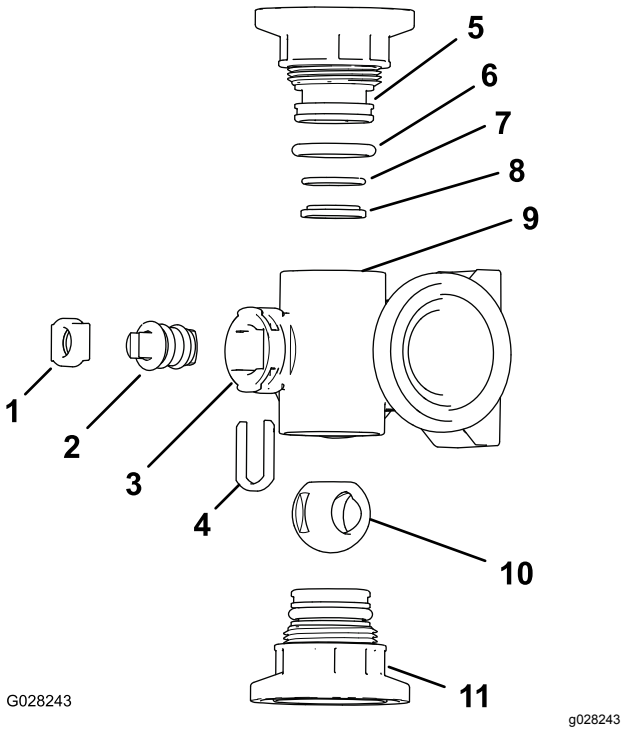
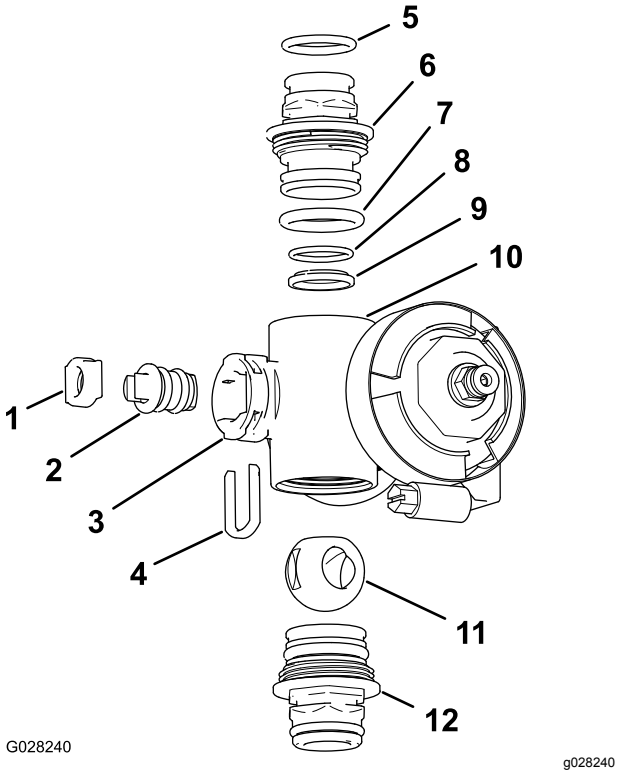

**Figur 123**
**Figur 124**
2. Fjern de to kappkoblingsenhetene fra hver ende av manifoldkroppen (Figur 123 og Figur 124).
4. Fjern stammeholderen fra slissene i manifoldets stammeport (Figur 123 og Figur 124).
5. Fjern stammeholderen og ventilstammesetet fra manifoldet (Figur 123 og Figur 124).
6. Ta ut ventilstammeenheten fra ventilkroppen (Figur 123 og Figur 124).
1. Se etter skader og slitasje på uttaksnippel-O-ringene (bare på seksjonsventilmanifolden), kappkobling-O-ringene, de bakre O-ringene og kuleskålen (Figur 123 og Figur 124).
2. Smør silikonfett på ventilstammen og før den inn i ventilstammesetet (Figur 123 og Figur 124).
3. Monter ventilstammen og setet på manifoldet, og fest dem med stammeholderen (Figur 123 og Figur 124).
4. Påse at den bakre O-ringen og kuleskålen er på linje med og plassert i kappkoblingen (Figur 123 og Figur 124)
5. Monter kappkoblingsenheten på manifoldkroppen slik at flensen på kappkoblingen rører manifoldkroppen (Figur 123 og Figur 124), og drei kappkoblingen ⅛ til ¼ omdreining til.